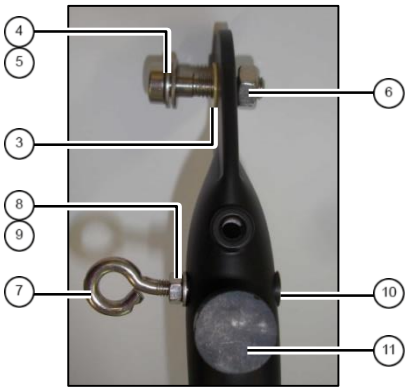

fig. 2: Silent blocks, bushings, ring bolts
2. Insert bushings ③ from inner side. Mount existing bolts ④, washers ⑤ and nuts ⑥ (fig. 2).
3. Assemble ring bolt ⑦, nut M5 ⑧, washer 5,2mm ⑨ and sleeve nut ⑩ (fig. 2).